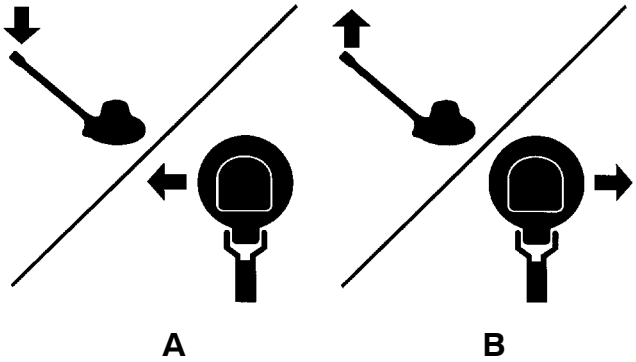

图 6
6. 稍稍压下手柄，向左移动机器（A）；稍稍上拉手柄，向右移动机器（B）。以左右运动模式操作机器进行清洗（图6）。